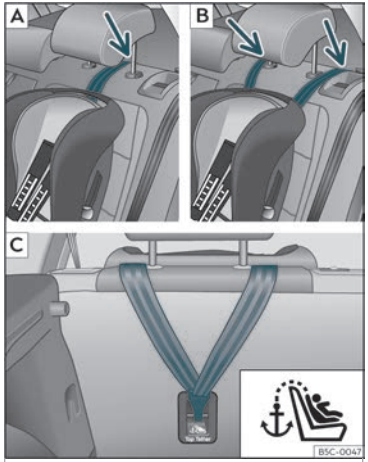
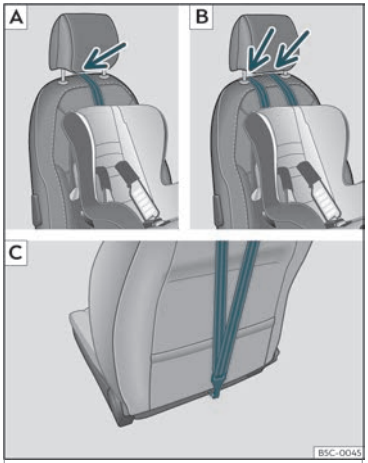

Abb. 29 Rücksitze: Einstellung und Einbau je nach Top Tether-Gurt. »
Abb. 30 Beifahrersitz: Einstellung und Einbau je nach Top Tether-Gurt.
- Führen Sie den Gurt unter der Kopfstütze durch (in Abhängigkeit der Gebrauchsanweisungen des Kindersitzes ggf. Kopfstütze anheben oder entfernen)››› **Abb. 29** A/B, ››› **Abb. 30** A/B.
- Den Haltegurt nach hinten führen und ordnungsgemäß in die Verankerung an der Rückseite der Sitzlehne einhaken››› **Abb. 29** C, ››› **Abb. 30** C.